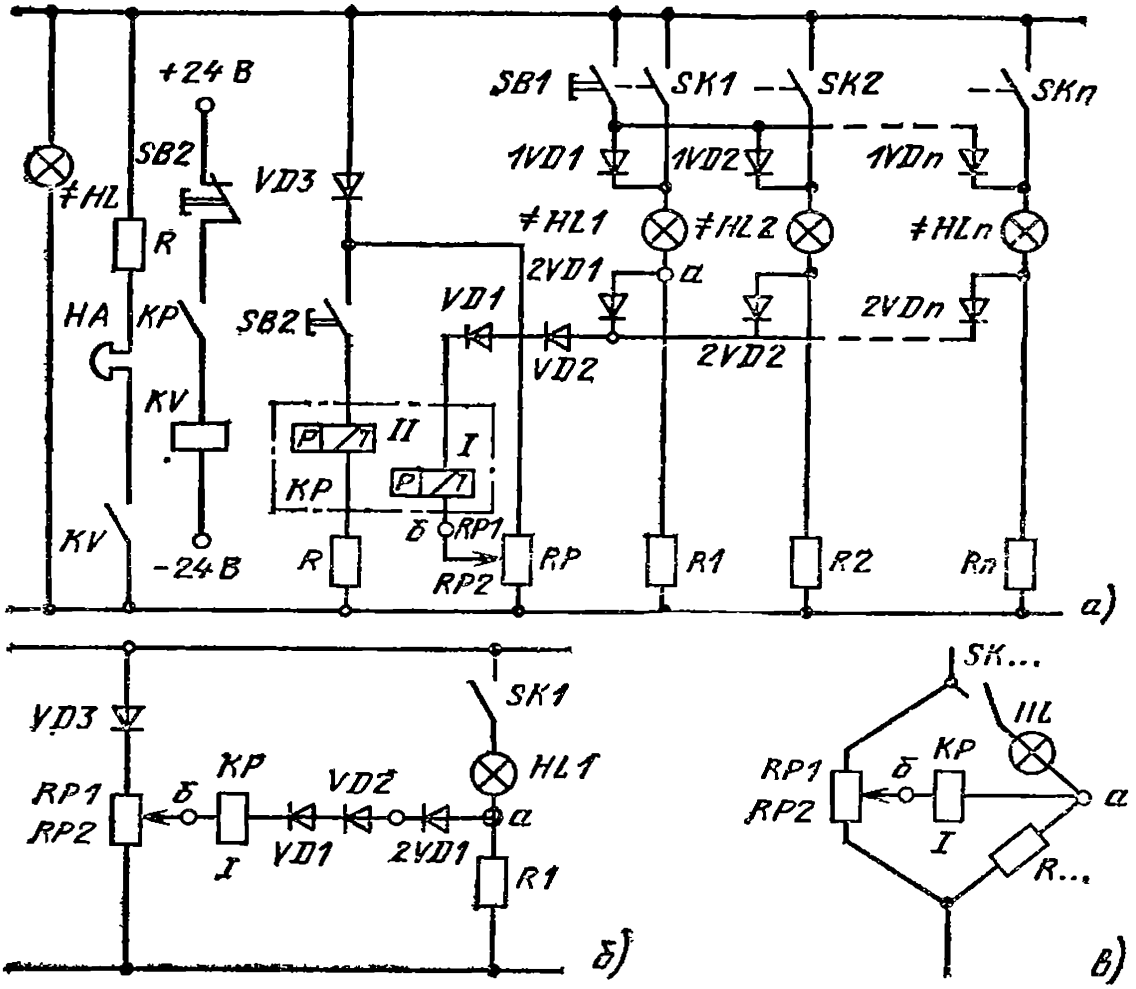

Рис. 6.11. Мостовая схема технологической сигнализации на переменном токе:
6.10. Вопросы по схеме на рис. 6.11.
6.10.1. Откуда известно, что реле *KP* на рис. 6.11, *а* поляризованное, сколько в нем обмоток, сколько из них используется?